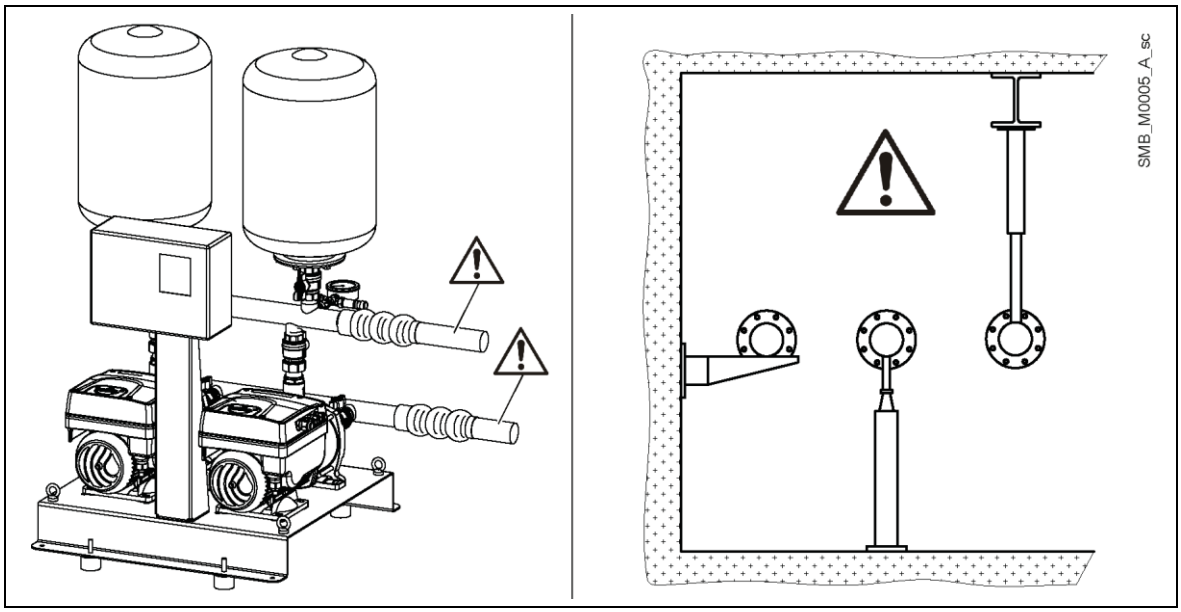

Afbeelding 7: Mechanische installatie van de drukverhogingsgroep
- Monteer expansiekoppelingen en geschikte steunen voor de leidingen om ze voor belasting te beschermen, zie afbeelding 7. Het gewicht van de leidingen en de druktanks neemt toe als zij met water gevuld zijn. Vóór het starten moet u controleren of u alle aansluitingen die niet gebruikt worden afgesloten zijn en goed aangedraaid zijn.